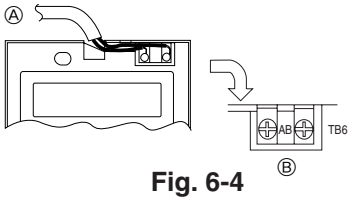

Fig. 6-4
2) Anschlußverfahren (Fig. 6-4)
① Das Fernbedienungskabel am Klemmenblock anschließen.